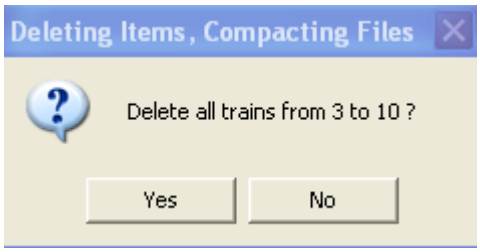

Figure 5-2
3. Once the data field reads 2, click on "OK". You will be asked to confirm your actions (Figure 5-2).